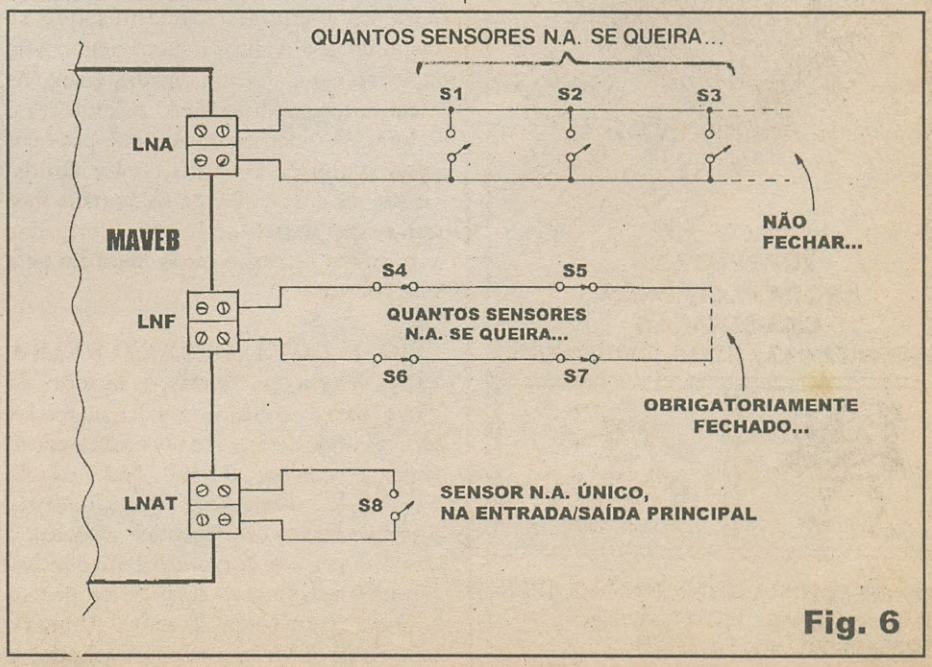

Fig. 6
- FIG. 6 - DIAGRAMA BÁSICO PARA ESTABELECIMENTO DOS *LINKS* SENSORES... - É também muito fácil a instalação e ligação dos conjuntos (*links*) sensores, devendo apenas ser respeitado o seu *tipo* (N.A. ou N.F.) e a sua disposição (em *paralelo* ou em *série*, respectivamente...). O diagrama dá toda a *ficha* da instalação... À entrada **L.N.A.** podem ser acoplados (todos *paralelados*...) quantos sensores N.A. se queria (**não** fechar o *link* na sua extremidade elétrica mais distante do **MAVEB**...). À entrada **L.N.F.** é ligado o elo - *em série* - formado pelos sensores tipo N.F., também em qualquer quantidade que se mostre neces-sária... Observar que este *link* **deve**, obrigatoriamente, ser **fechado**... Final-mente, à entrada **L.N.A.T.** é ligado o *único* sensor N.A. a ser fisicamente instalado na proteção da porta principal, acesso de entrada/saída para a rua, do local a ser protegido...
Se porventura alguma das entradas mostradas no diagrama da **FIG. 6** *não* for utilizada, sua condição **elétrica** de *stand by* deverá ser *artificial* ou naturalmente atendida, caso contrário o sistema não funcionará corretamente...! Assim, se o elo **L.N.F.** *não for utilizado*, a respectiva entrada deverá ser *jumpeada* com um pedacinho de fio, garantindo sua condição de *stand by* correta... Já se a entrada **L.N.A.** for a *desprezada*, esta deverá ser mantida *aberta*, sem qualquer *jumper*, para que a condição perfeita de *stand by* seja atendida...